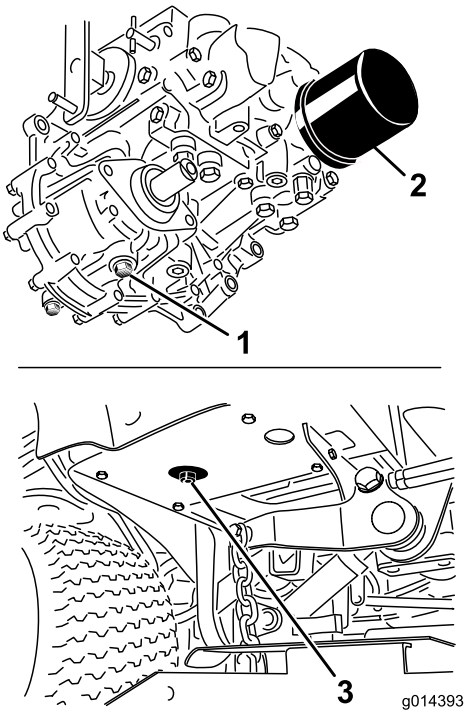

Рисунок 41
3. Поместите под гидравлический бак и картер трансмиссии большой поддон и снимите пробки, чтобы слить всю гидравлическую жидкость (Рисунок 41).
4. Очистите область вокруг гидравлического фильтра и снимите фильтр (Рисунок 41).